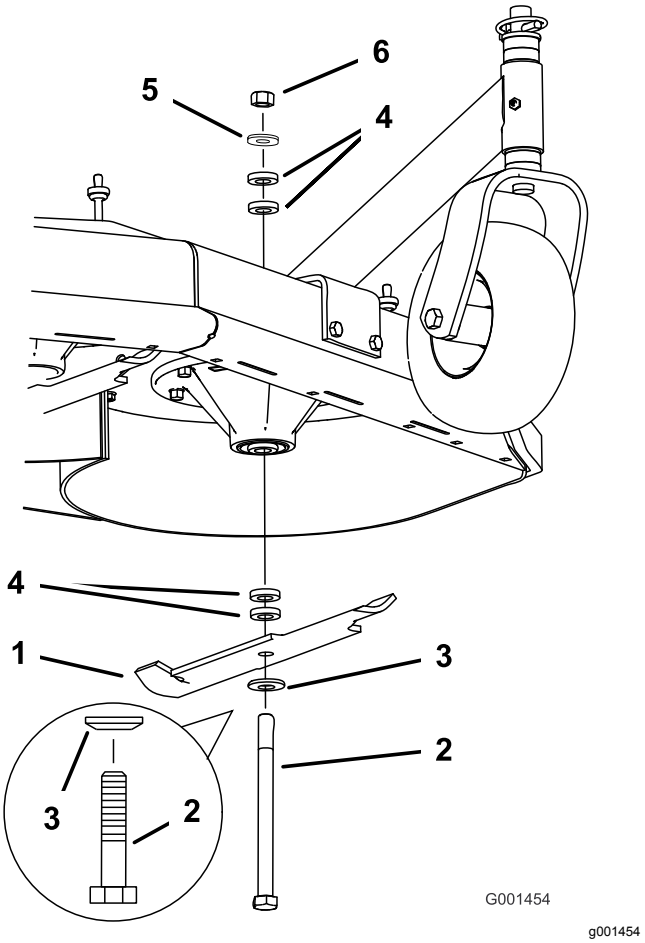

Figur 15
3. Håll fast knivbulten och avlägsna muttern. Skjut ned bulten genom spindeln och byt distansbrickor efter behov (Figur 15).
4. Montera bulten, den böjda brickan, kniven, lägg till extra distansbrickor och säkra dem med en tunn bricka och en mutter (Figur 15).